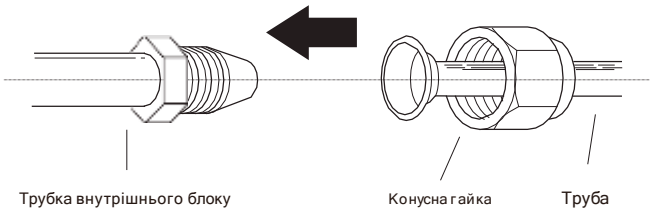

Рис. 5.7
1. Вирівняйте центри двох труб, які ви будете з'єднувати. Побачити**Рис. 5.7**.